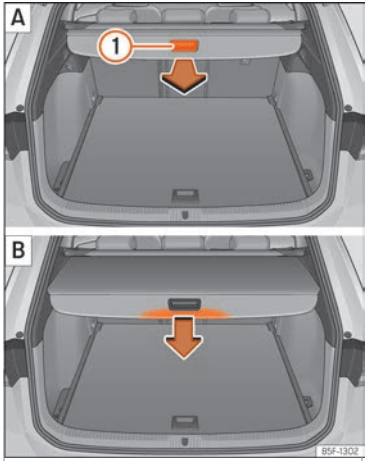

Fig. 125 Dans le coffre à bagages : dérouler et enrouler la plage arrière.
- Tirez uniformément sur la plage arrière par la poignée ››› **fig. 125** (1) [A] vers l'arrière puis retirez-la jusqu'en butée jusqu'à ce qu'elle s'encastre de manière audible.
- Appuyez sur la poignée de la plage arrière dans le sens de la flèche jusqu'à la débloquer ››› **fig. 125** [B].